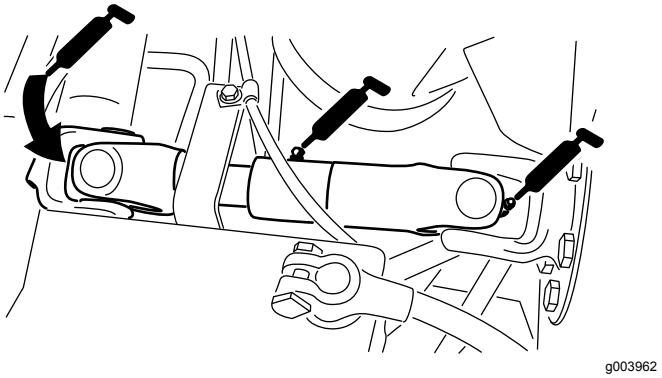

Figur 38
- Pumpens drivaksels U-samling (3) (Figur 38)